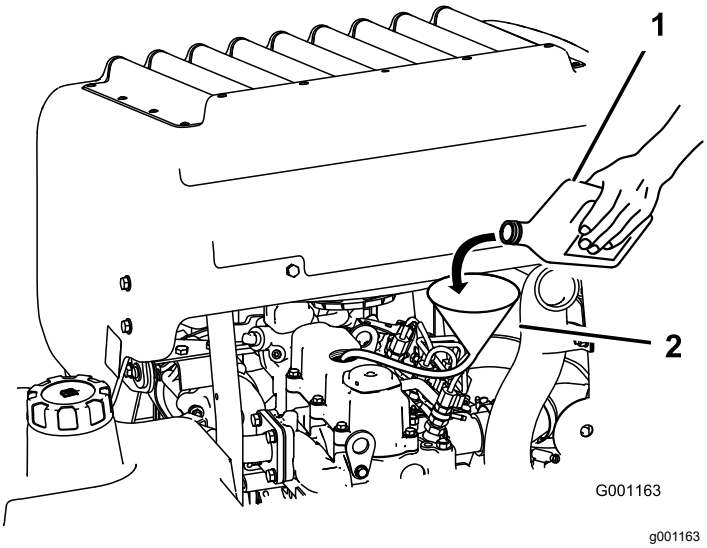

Figur 64
3. Använd en slang och en tratt för att fylla på olja i motorn (Figur 64).